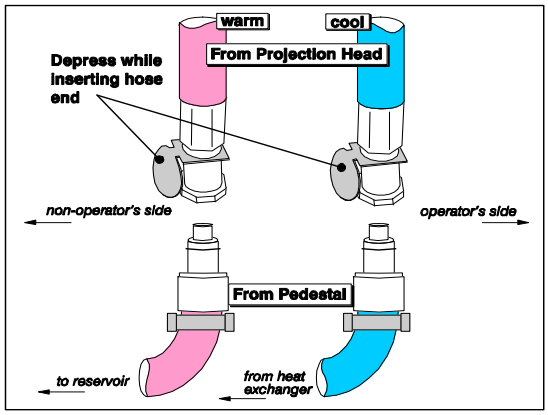

Figure 2-15 Connecting the Hoses
a. To create this loop, connect the ***OUT/warm*** and ***IN/cool*** hoses as described below. **NOTE**: *Hose connections may not be labeled*. Be sure to depress each hose connector tab before inserting the hose end, then release to seal (**Figure 2-15**). This prevents damage caused by forcing the gasket end into a closed connector. Listen for a click.